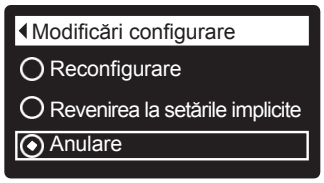

FIG. 39
7. Apăsaţ SELECT (⬭), pentru a afișa meniul modificare a configurației (fig. 39).
8. Apăsarea tastei ÎN DREAPTA (▸). Apare o pictogramă de lacăt sclipitor , așa cum se arată în fig. 39.